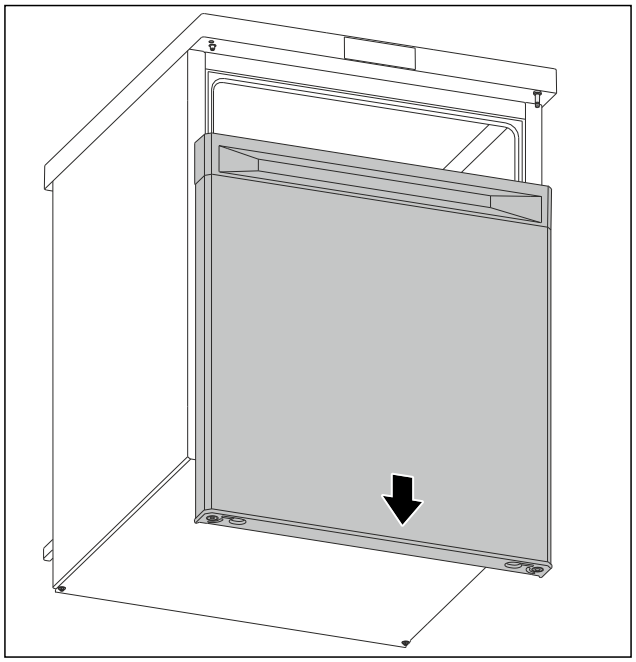

Fig. 8
▶ Fjern døren nedover. (se Fig. 8)